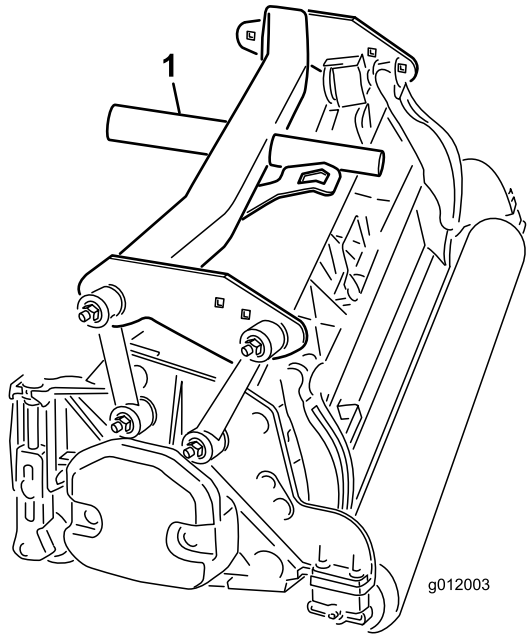

Figura 18
4. Coloque el bastidor de tiro trasero (Figura 18) sobre la unidad de corte trasera.